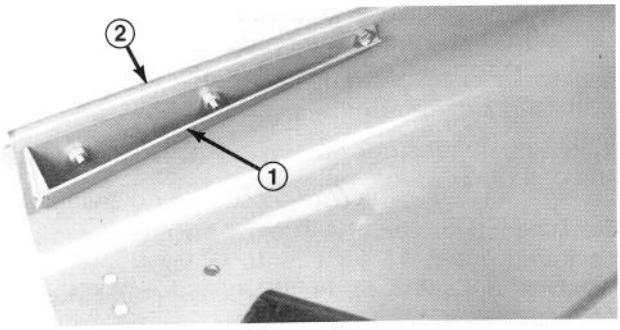

Figure 5
2. Mount end of front baffle to deck with a 5/16-18 x 7/8" lg. capscrew and locknut as shown in Fig. 5.
3. Align baffle with edge of deck and use baffle as a template to mark and drill (2) remaining 3/8" dia. holes in deck (Fig. 5).
4. Secure baffle to deck with (2) 5/16-18 x 5/8" lg. capscrews and locknuts (Fig. 5).